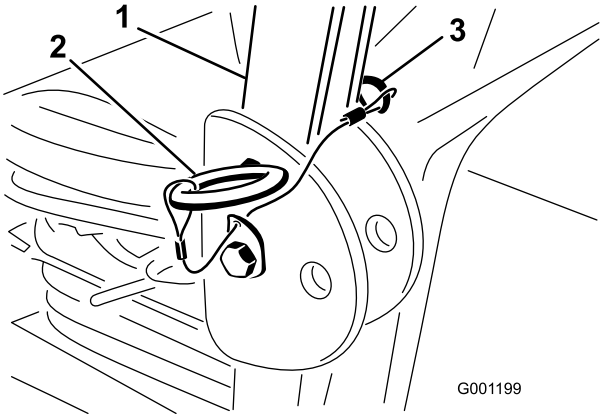

**Figuur 30**
1. Om de rolbeugel omlaag te klappen, moet u de R-pennen losmaken en de twee pennen verwijderen (Figuur 30).
3. Plaats de twee pennen en zet deze vast met de R-pennen (Figuur 30).
4. Om de rolbeugel omhoog te klappen, moet u de R-pennen losmaken en de twee pennen verwijderen (Figuur 30).
5. Klap de rolbeugel omhoog, plaats de twee pennen en zet deze vast met de R-pennen (Figuur 30).